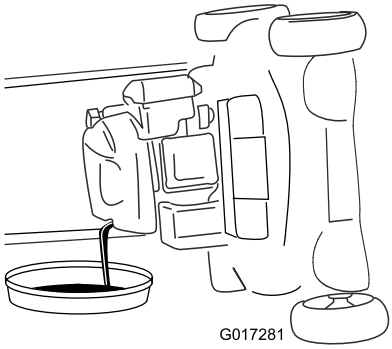

Figuur 34
4. Kantel de machine op de zijkant (met het luchtfilter naar boven) om de oude olie uit de vulbuis te laten lopen (Figuur 34).